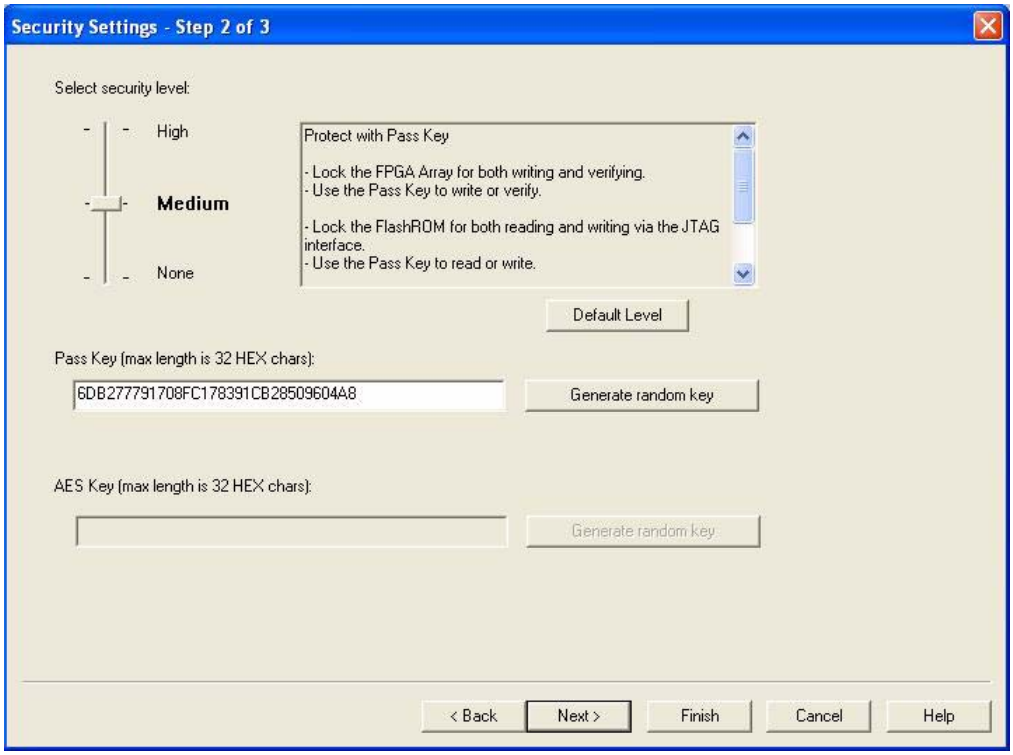

Figure 13-12 • **Medium Security Level Selected for Low-Power Flash Devices**
2. Choose the appropriate security level setting and enter a FlashLock Pass Key. The default is the **Medium** security level (Figure 13-12). Click **Next**.